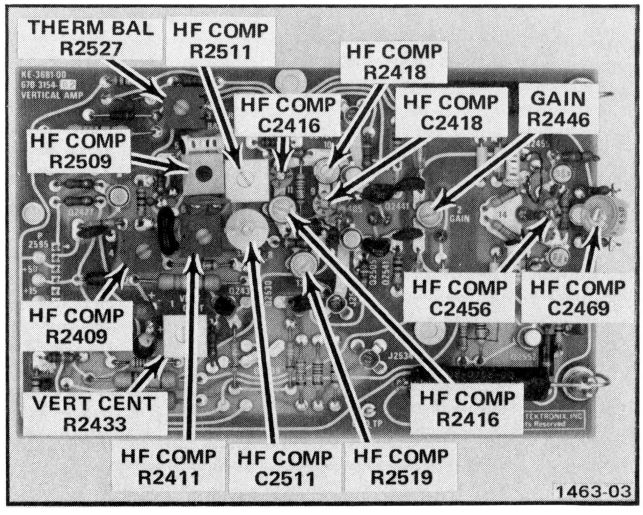

Fig. 2-3. Location of vertical system adjustments on Vertical Output board SN B150000-above.
d. Adjust—Vertical Centering R2433, to position the trace to the center horizontal line. See Fig. 2-3 for adjustment location.
d. Adjust—Vertical Gain, R2446, for exactly six divisions of deflection for the center seven traces. See Fig. 2-3 for adjustment location.
If the instrument being calibrated is not equipped with the readout feature, set the Thermal Balance control, R2527, for a reading of +8.65 volts measured at the R2527 end of C2524, and omit this part. See Fig. 2-3 for location.
c. Adjust—Thermal Balance, R2527, for minimum vertical movement of the displayed readout characters. If appreciable adjustment is required, re-check Step 12. See Fig. 2-3 for adjustment location.
c. Adjust—R2409 for a flat pulse top and minimum aberrations in the first 1 μs area. See Fig. 2-3 for adjustment location.
f. Adjust—R2509 for a flat pulse top in the first 500 ns area. See Fig. 2-3 for adjustment location.
i. Adjust—R2511 and C2511 for flatness and minimum aberrations of the first 120 ns area of the pulse top. (R2511 for tilt and C2511 for flatness). See Fig. 2-3 for adjustment location.
l. Adjust— R2411 for flatness in the first 30 ns of the pulse top. See Fig. 2-3 for adjustment location.